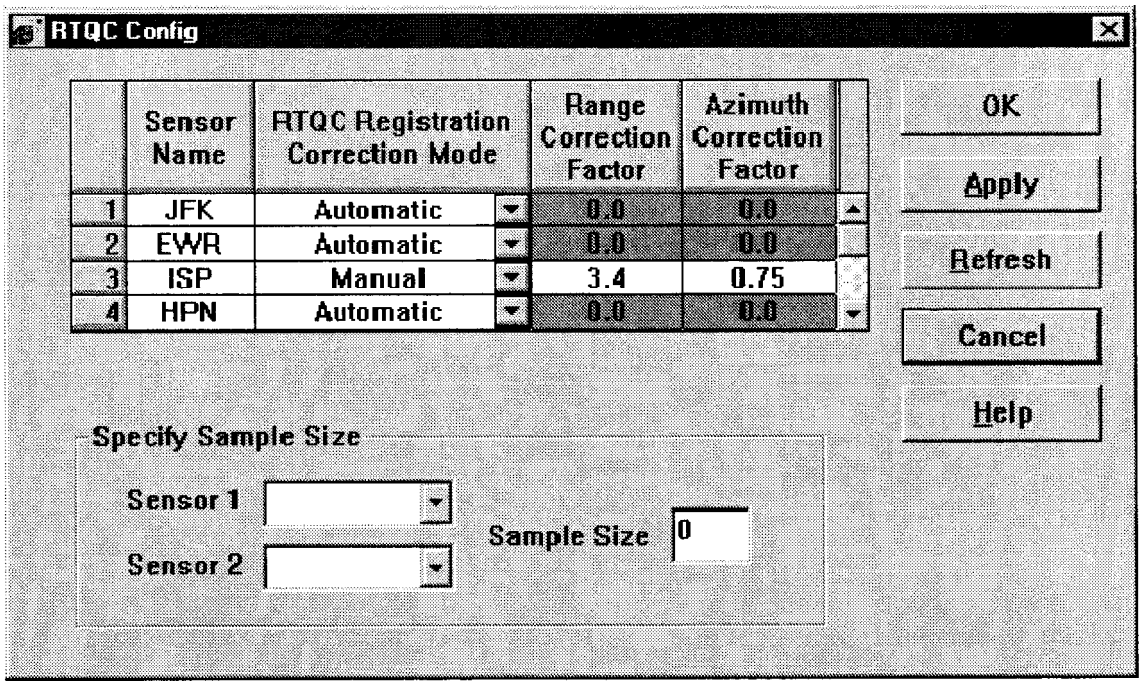

FIGURE 4-77. RTQC CONFIG WINDOW
2. Observe the RTQC Config window (Figure 4-77).